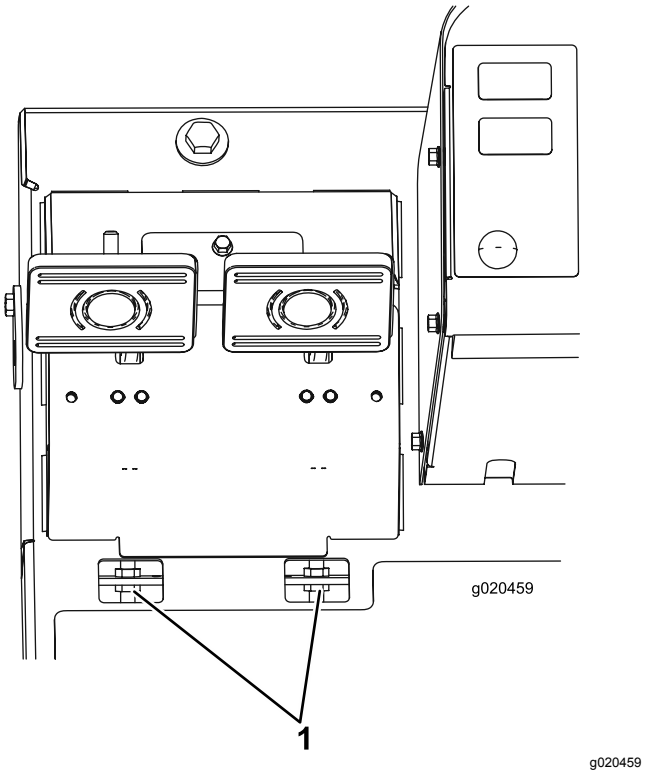

**Figuur 95**
B. Draai de voorste moer op het draadeinde van de remkabel los (Figuur 95).